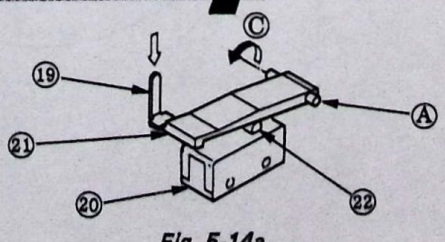

Fig. 5-14a
When the cassette pushes down MR probe (19) , MR arm (21) rotates around shaft (A) in the direction of arrow (C) (see Fig. 5-14a).